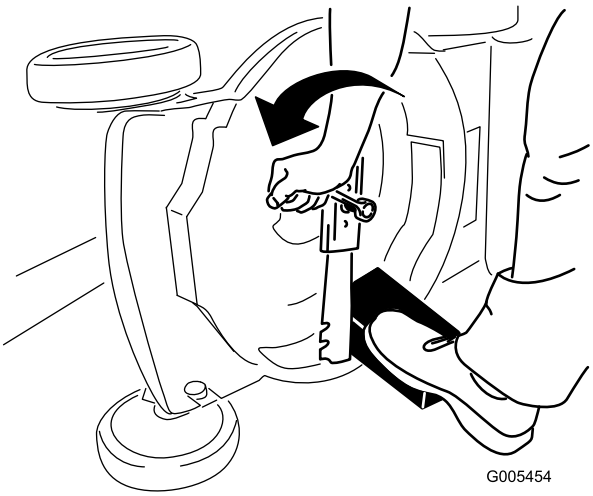

Figur 29
3. Håll kniven stilla med hjälp av en träkloss (Figur 29).
4. Ta bort kniven och spara alla monteringsdelar (Figur 29).